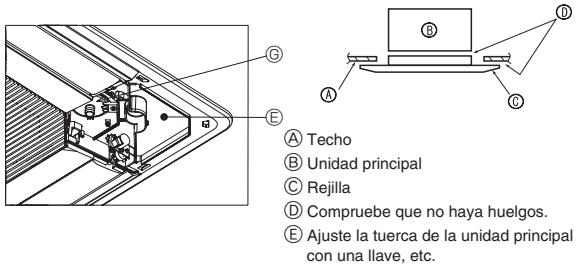

Fig. 9-7
9.4.3. Fijación de la rejilla (Fig. 9-7)